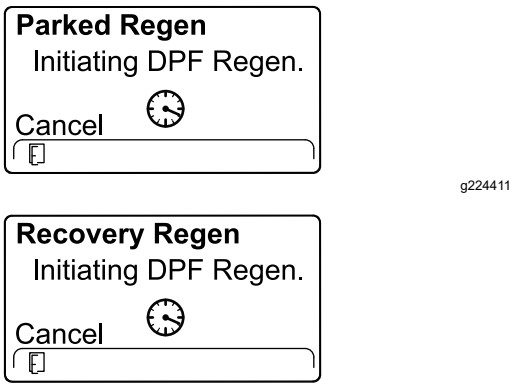

Figur 64
5. InfoCenter viser STARTER DPF-REGENERERING-meldingen (Figur 64).